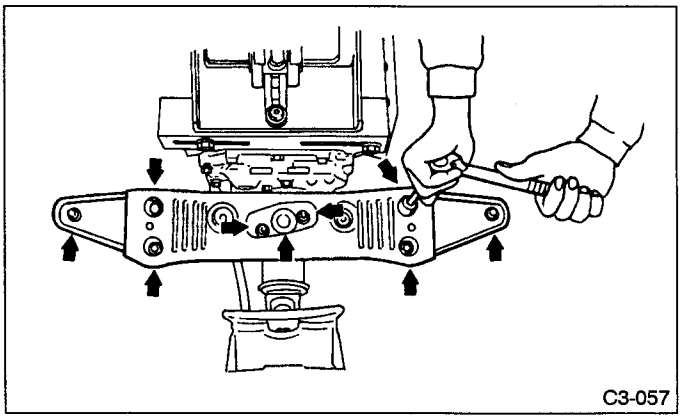

Fig. 103
(7) Remove rear crossmember.
- Remove bolts and nuts as shown in Figure 103.